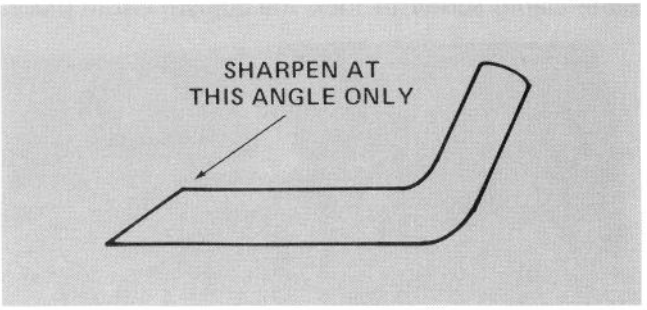

Figure 26
5. Using a file, sharpen cutting edge at both ends of the blade (Fig. 26).
IMPORTANT: Sharpen top side of blade and maintain original cutting angle (Fig. 26).